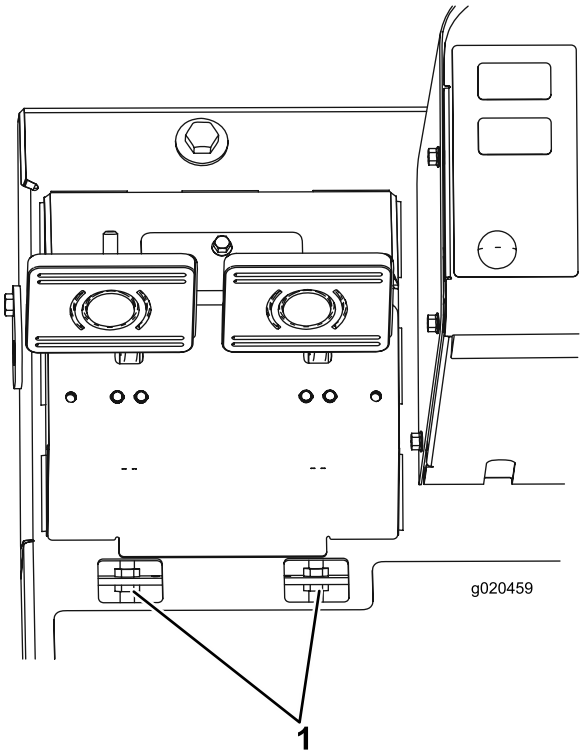

Рисунок 67
B. Отпустите переднюю гайку на резьбовом конце гибкого тросика тормоза (Рисунок 67).